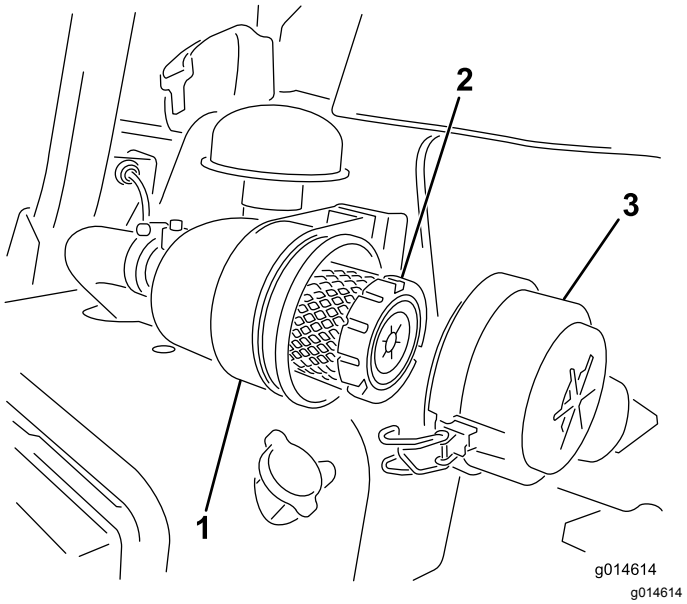

**Figur 44**
1. Utløs låsene som fester luftrenserdekslet til luftrenserhuset (Figur 44).
6. Fest låsene (Figur 44).